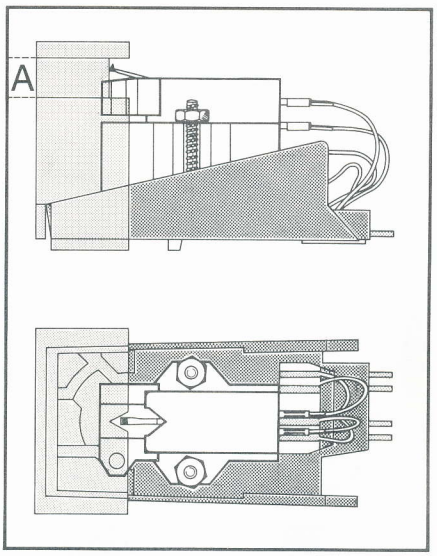

Fig. 14
3. The cartridge is correctly mounted when the notch in the gauge encloses the stylus tip, and when the stylus tip is situated vertically within area (A) (Fig. 14).